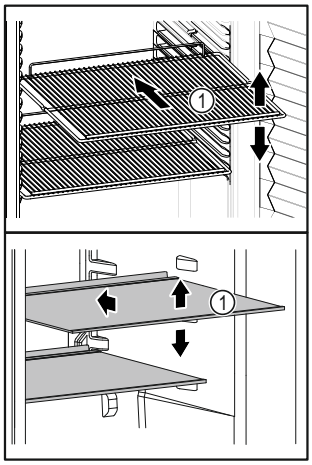

Fig. 22 Beispielhafte Darstellung
❑ Wenn Ablageflächen *Fig. 22 (1)* versetzbar sind, Ablageflächen je nach Höhe anpassen.